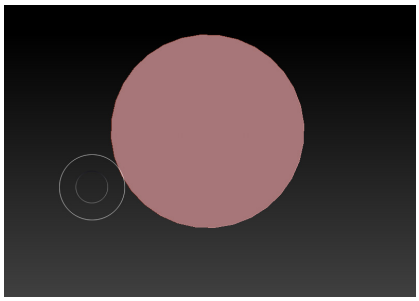

Figure 3-72 *The cylinder created in the canvas*
3. Press and hold the left mouse button and drag the cursor on the canvas; a cylinder is created in the canvas, as shown in Figure 3-72.